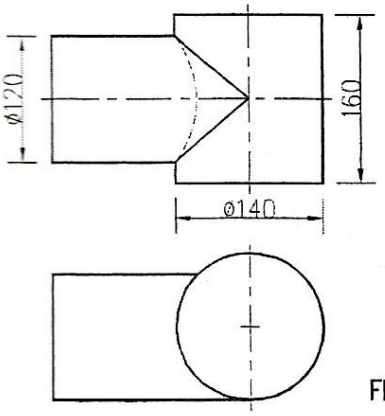

FIG. 2
2. Shown in Fig. 2 is the elevation and plan of an off-set T-junction.